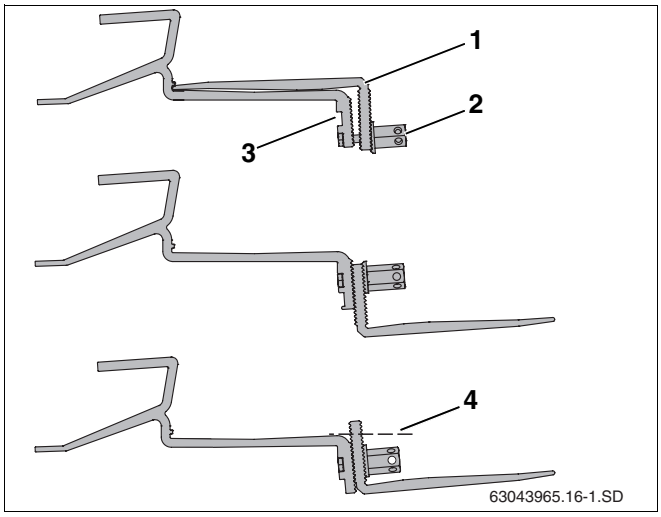

Rys. 17 Przekręcenie dolnej części haka dachowego
- Poluzować długą nakrętkę sześciokątną (rys. 17, **poz. 2**).
- Włożyć śrubę do górnego otworu (rys. 17, **poz. 3**).
- Luźno przymocować dolną część haka dachowego (rys. 17, **poz. 1**). Jeszcze nie dociągać połączenia.